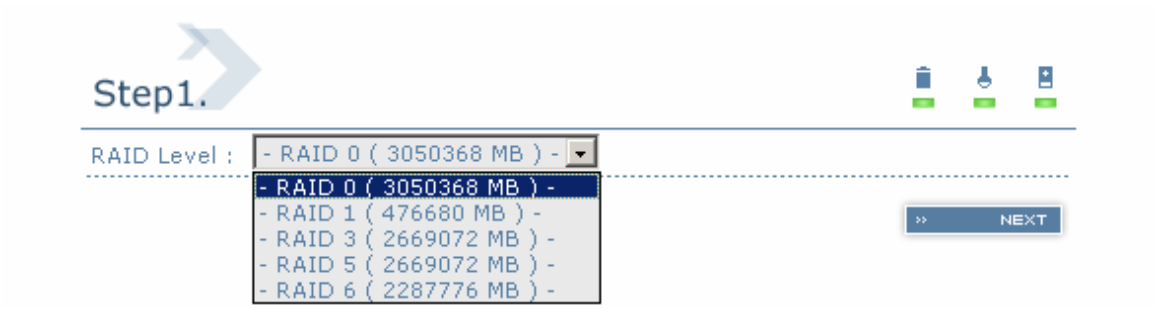

Figure 3.3.1
Step 1: Select **"Quick install"** then choose the RAID level to set. Please refer to Figure 3.3.1. After choosing the RAID level, click " NEXT ", it will be linked to another page required to set up the "LUN".